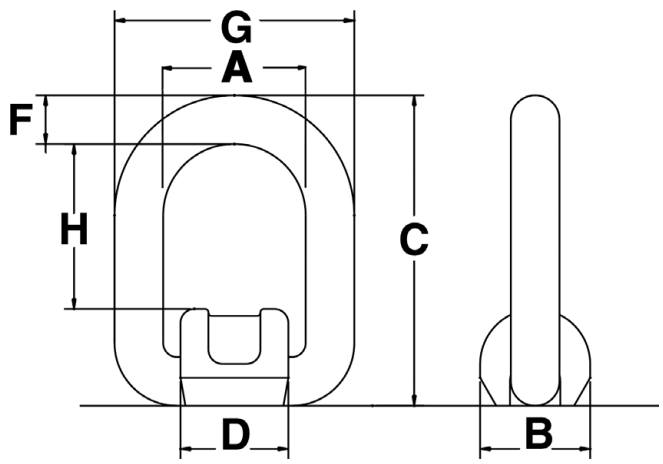

Figure 5
E. Weld full length of "D" dimension on both sides of link base (Figure 5).